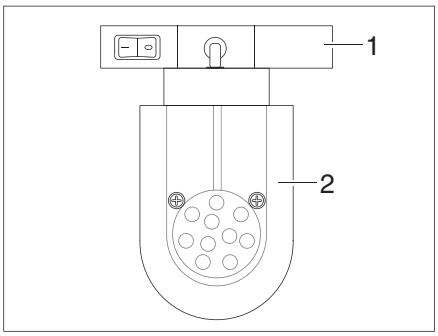

Fig. 61 Spot light (example)
- Grasp the holder (Fig. 61,1) and turn it 45°.
- Remove the spotlight (Fig. 61,2) from the rail system.
- Insert the spotlight (Fig. 61,2) into the rail system at the desired position and turn 45°.